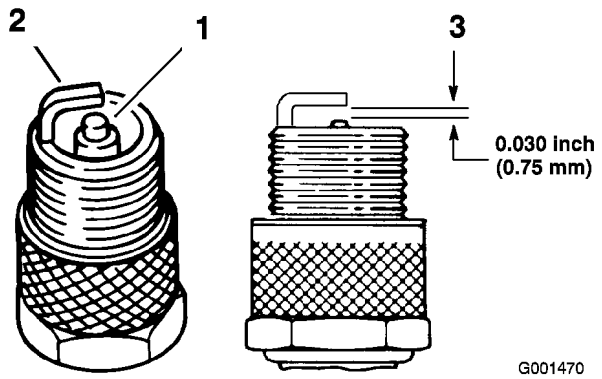

Figur 36
3. Kontroller sideelektrodens, midterelektrodens og midterelektrodens isolators tilstand for at sikre, at disse ikke er beskadiget (Figur 36).
4. Sæt gnistgabet mellem midter- og sideelektroderne til 0,762 mm (Figur 36). Monter tændrøret med korrekt gnistgab, og stram tændrøret til 20 Nm.